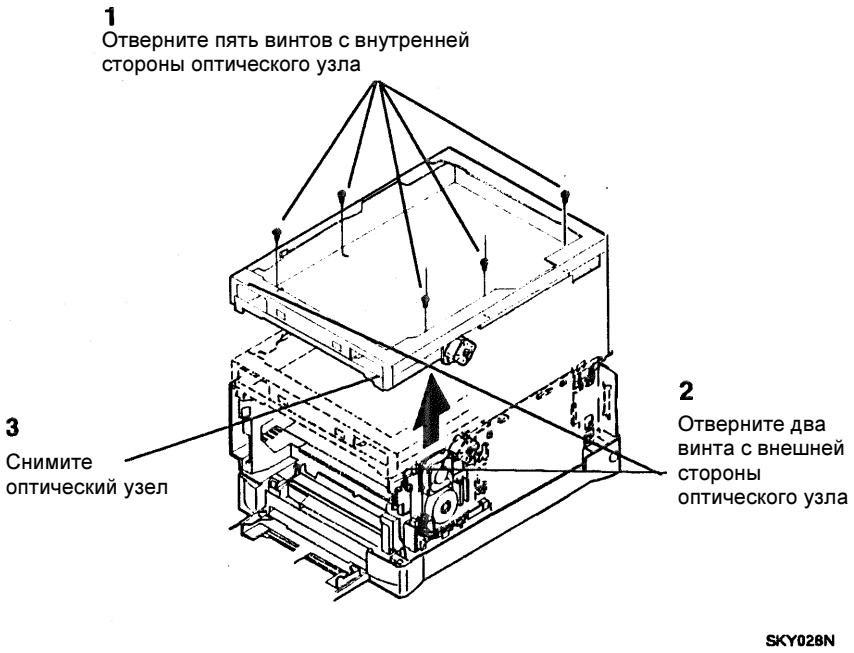

Рисунок 1. Снятие узла каркаса оптики
3. (Рисунок 1): Снимите узел каркаса оптики.